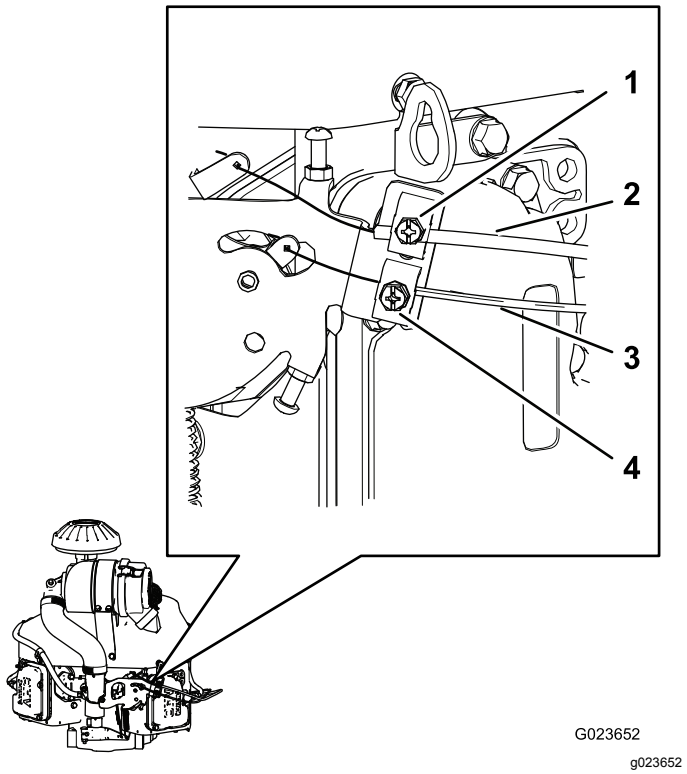

Figuur 65
2. Draai de kabelklemschroef los waarmee de behuizing van de gaskabel is bevestigd aan de motor (Figuur 65).
4. Trek de kabelbehuizing van de gaskabel naar boven (Figuur 65) tot er bijna geen speling meer zit op de gaskabel, en zet de kabelklemschroef vast.
2. Draai de kabelklemschroef los waarmee de behuizing van de chokekabel is bevestigd aan de motor (Figuur 65).
5. Trek de kabelbehuizing van de chokekabel naar boven (Figuur 65) tot er bijna geen speling meer zit op de chokekabel, en zet de kabelklemschroef vast.